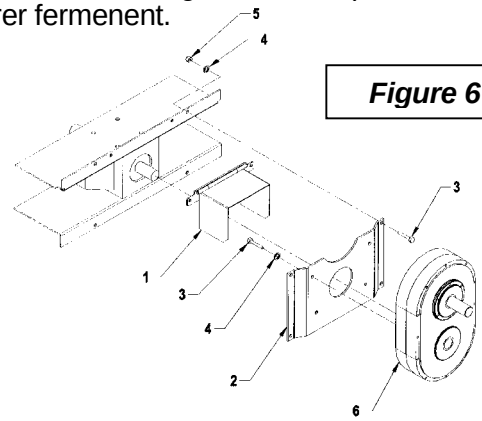

Figure 6
Installation de la Boîte de Réduction 8097 (Option) ***(Figure 6)***
Ajustement et Entretien de la Boîte de Réduction (Figure 6 – 7)
2. Ajuster la tension de la chaîne après dix (10) heures d'opération. Pour ce faire, vérifier le jeu entre l'arbre d'entrée et l'arbre de sortie de la boîte de réduction (Fig.6, item 6) en tournant l'arbre d'entrée dans les 2 sens sans que l'arbre de sortie ne tourne. Un jeu de 10° ou 15° nécessite un ajustement: